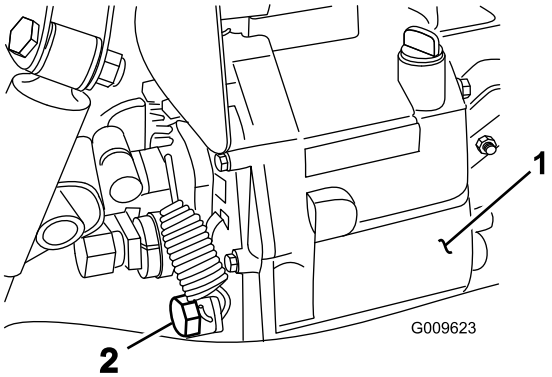

Figur 72
2. Ta bort avtappningspluggen från tankens sida och låt hydraulvätskan rinna ner i ett avtappningskärl (Figur 72).